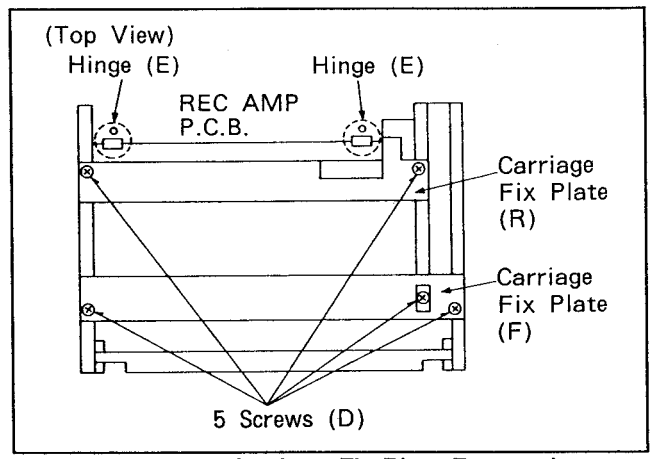

Fig. 1-3-2 Carriage Fix Plate Removal
2. Remove 5 screws (D) and 2 hinges (E), then turn up the Rec Amp P.C.Board, and remove the carriage Fix Plate (F) and (R) as shown in Figure 1-3-2.